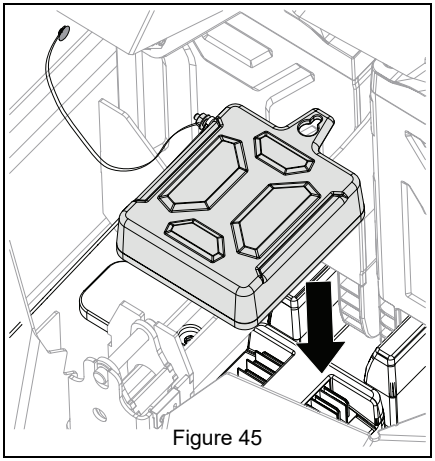

Figure 45
3. Position cover over exposed battery busbar pins. See Figure 45.